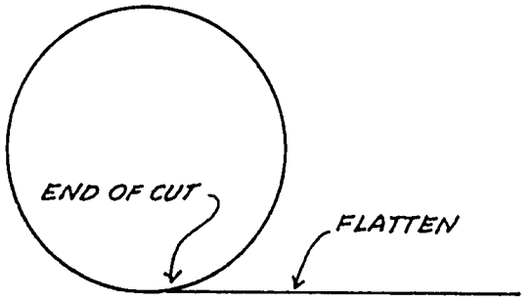

FIGURE 4 FLATTENING THE CUT-OUT SECTION
2. Pull the cut-out section forward and flatten it with a hammer. See Figure 4.